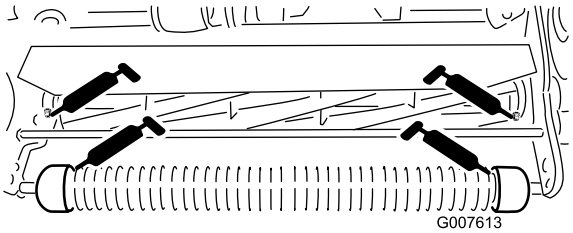

**Figura 21**
- 2 no rolo da frente (Figura 21)
- 2 nos rolamentos do cilindro (Figura 21)